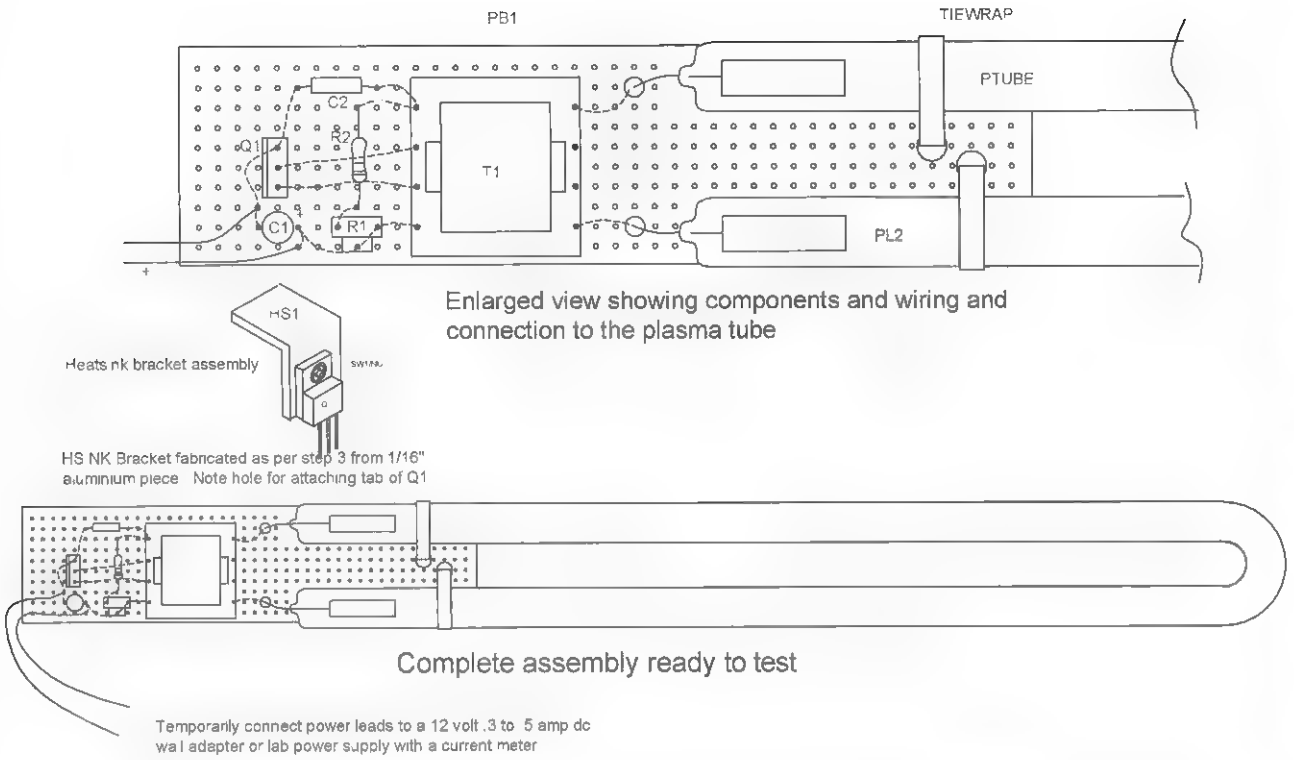
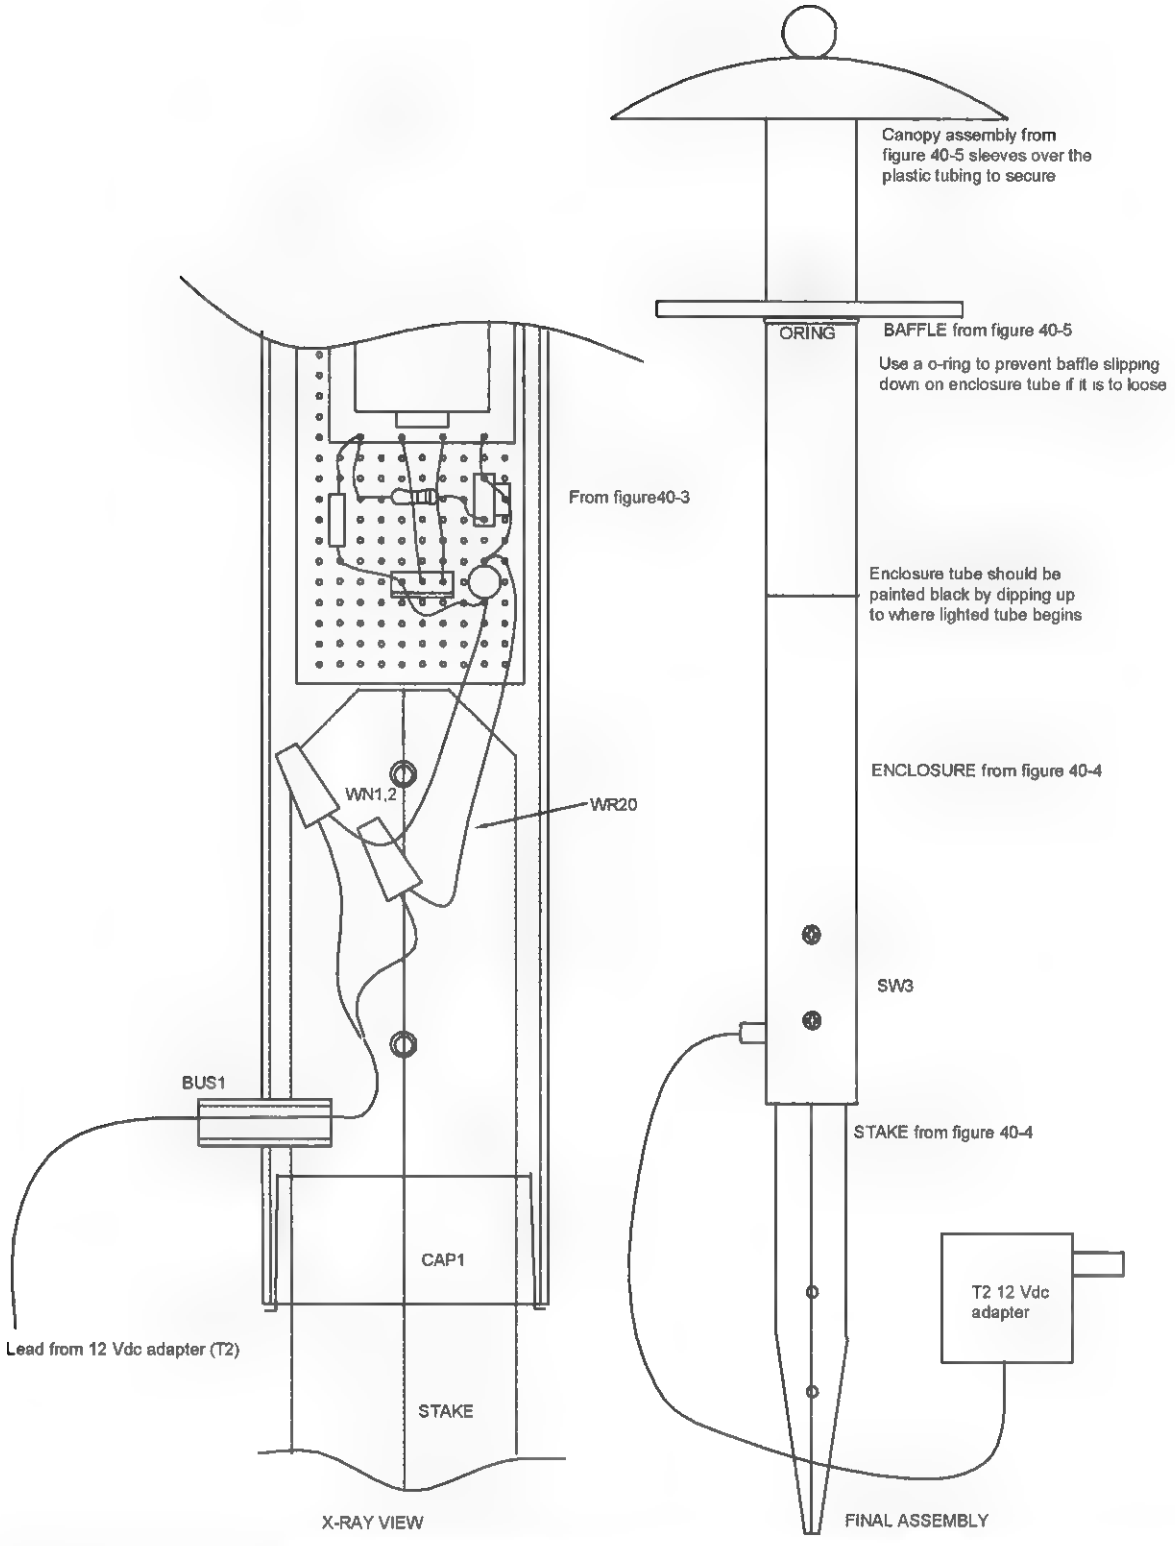

Figure 40-3 *Assembly board*
Figure 40-6 *Final assembly*
1. Cut a piece of .1 × .1 grid vector circuit board to 1 × 4.5 inches, as shown in Figure 40-3.
8. The final assembly is shown in Figure 40-6. Note that the entire assembly from Figure 40-3 should easily slide into the enclosure tube and abut onto the folded-over corners of the stake. Thread the leads from wall adapter transformer T2 through bushing BUS1 and pull them out through the top end of the enclosure tube. Wire nut the power leads from the main assembly with the leads from T2. Observe the polarity or circuit damage will result. Gently slide them into the enclosure, taking up the wire slack by gently pulling the leads through BUS1.
HS1	1.5 × 1 × /16-inch aluminum heatsink per Figure 40-3
TIEWRAP	Two tie wraps used per Figure 40-3
CAP1	Plastic cap used per Figure 40-6
CAP1.5	1.5-inch plastic cap shown in Figure 40-6
BUS1	5/16 OD × 3/16 ID × 1-inch length of rubber tubing (see Figure 40-6)
ORING1.25	1¼-inch O-ring for holding the baffle in place per Figure 40-6